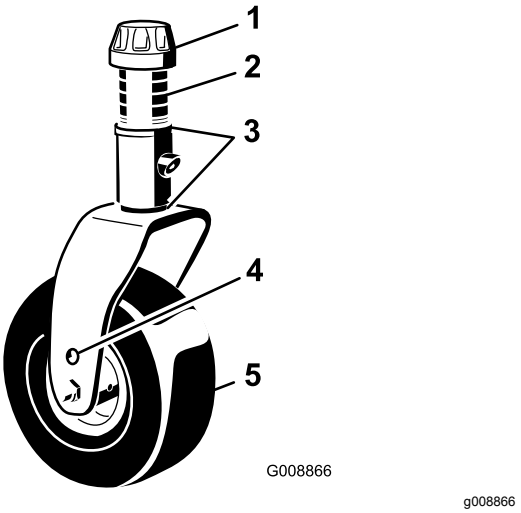
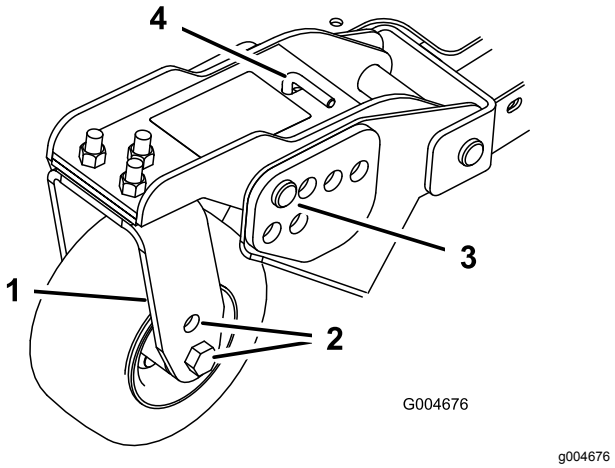
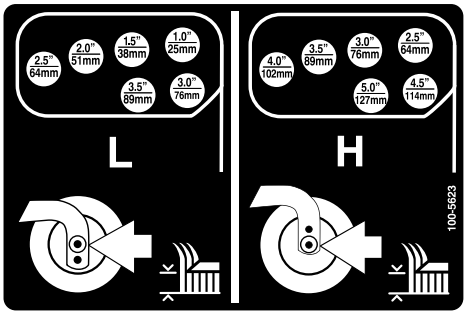

Figur 21
Figur 23
Figur 24
1. Plasser styrehjulakslene i samme hull i alle styregafler (Figur 21 og Figur 23).
2. Fjern spennhetten fra spindelakselen og før spindelen ut av styrearmen (Figur 21).
5. Fjern hårnålssplinten og ringstiften fra styresvingarmene (Figur 23).
6. Roter strekkstangen for å heve eller senke svingarmen til hullene er på linje med braketthullene for valgt klippehøyde i klippeenhetens ramme (Figur 23 og Figur 24).